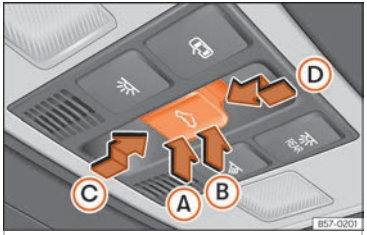

Fig. 104 On the interior roof lining: sunroof button.
The button ››› Fig. 104 has two levels. The first level switches the sunroof to the tilted position, opening or closing it fully or partially.
- *Sunroof:* within approximately 5 seconds of having activated the roll-back function, press the button ››› Fig. 104 to the second level in the direction of arrow ››› Fig. 104 Ⓓ until the sunroof closes completely.